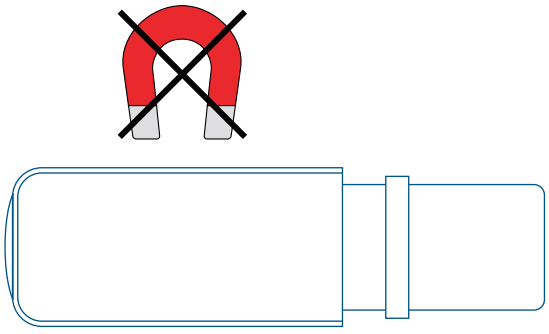

Fig. 2
- Please make sure that there are no external magnetic fields in the immediate vicinity of the flow switch, since these can impair device functioning (Fig. 2).
- There is an arrow on the flow switch. Ensure that this arrow is parallel with the pipe shaft and is facing in the direction of flow during installation (Fig. 2).